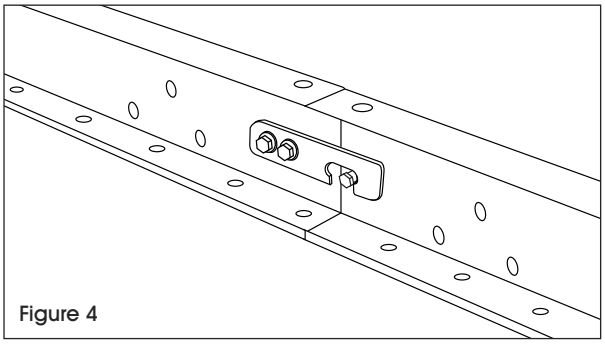

Figure 4
1. Lift the hook over the bolt to keep it in place. (See Figure 4)